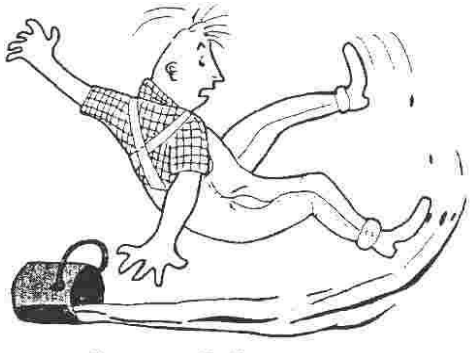

FIGURE 1 (1)
1.3 What dangerous situation does the picture in FIGURE 1 illustrate?